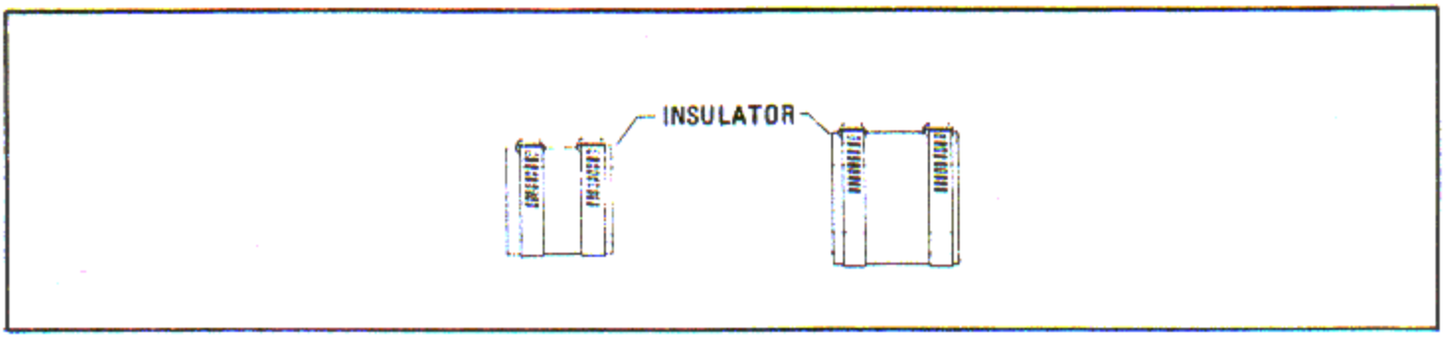

Figure 6-266. Insulating Crankshaft for Resin Coating and Chromium Plating Stripping
a. Strip the resin coating in accordance with paragraph 6-907. Coat the parts with a preservative compound if parts are not to be further processed immediately. See figure 6-266.
b. Mask the heavy chromium plated crankshaft front extension journals with insulator as shown in figure 6-266.